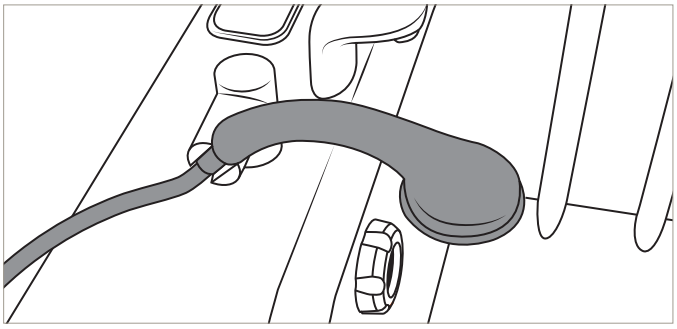

Abbildung 48
13. Stecken Sie den Duschgriff in den Halter zurück. Siehe Abbildung 48.